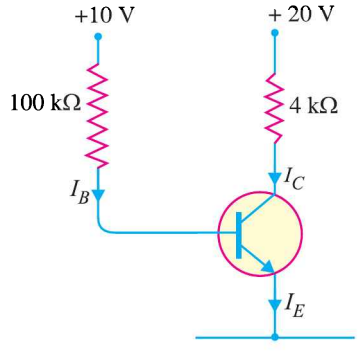

Fig. 9.48
2. Fig. 9.48 shows biasing with base resistor method. Determine the operating point. Assume the transistor to be of silicon and take $\beta = 100$. **[I_C = 0.93 mA, V_{CE} = 17.3V]**